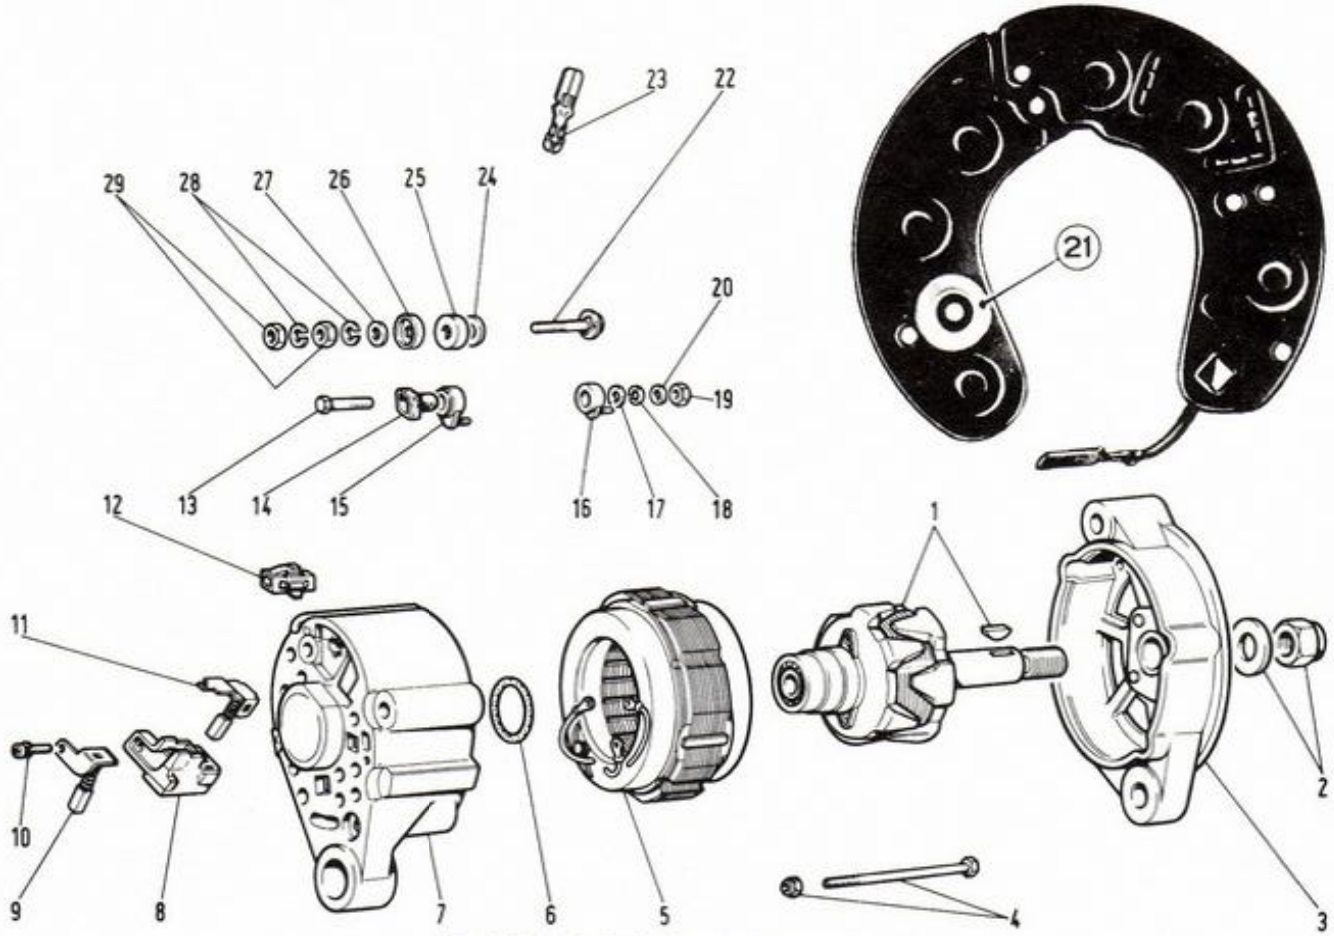

FIG 12:1 Typical alternator components
Key to Fig 12:1 1 Rotor and key 2 Nut and lockwasher 3 Drive end bracket 4 Bolt and nut 5 Stator 6 Seal 7 Diode end frame 8 Brush holder 9 Negative brush 10 Screw 11 Positive brush 12 Connector 13 Bolt 14, 15, 16 Isolators 17 Washer 18 Lockwasher 19 Nut 20 Washer 21 Diode support 22, 23 Terminals 24 Washer 25, 26 Isolators 27 Washer 28 Lockwasher 29 Nut